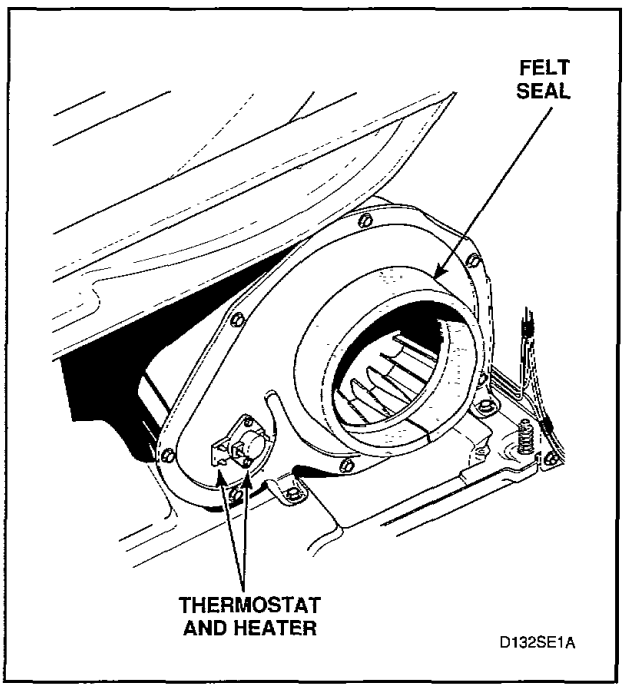
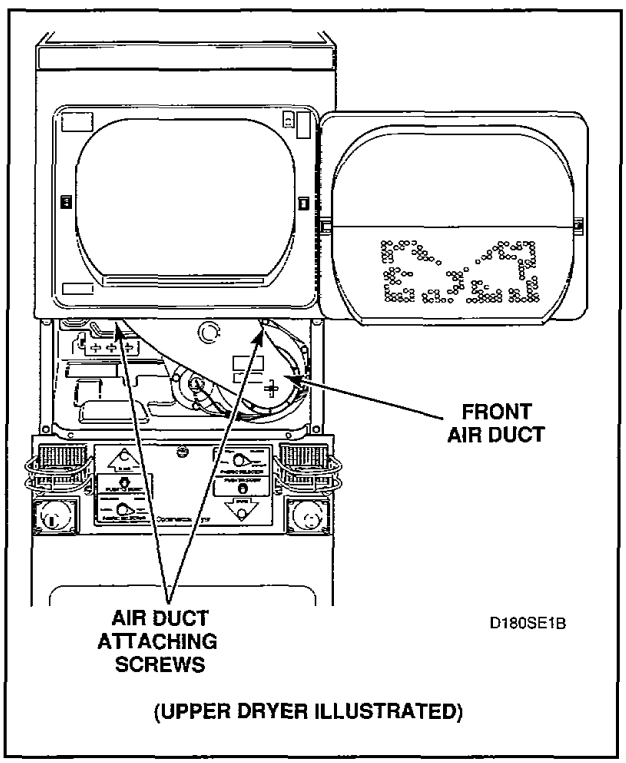

Figure 30
Figure 31
c. Disconnect wires and remove thermostat attaching screws, *Figure 30,* and remove thermostat and heater.
d. Remove two screws holding air duct to front bulkhead and remove air duct, *Figure 31.*
IMPORTANT: When reassembling, make sure felt seal on exhaust fan cover, *Figure 30,* makes air tight seal on flange of duct, *Figure 31.* If the seal is installed improperly, the airflow through the exhaust system will be restricted which can adversly affect dryer performance.
IMPORTANT: When reassembling, make sure felt seal on exhaust fan cover, *Figure 30,* makes air tight seal on flange of duct, *Figure 31.* If the seal is installed improperly, the airflow through the exhaust system will be restricted which can adversely affect dryer performance.
IMPORTANT: When reassembling, make sure felt seal on exhaust fan cover, *Figure 30,* makes airtight seal on flange of duct, *Figure 31.* If the seal is installed improperly, the airflow through the exhaust system will be restricted which can adversely affect dryer performance.